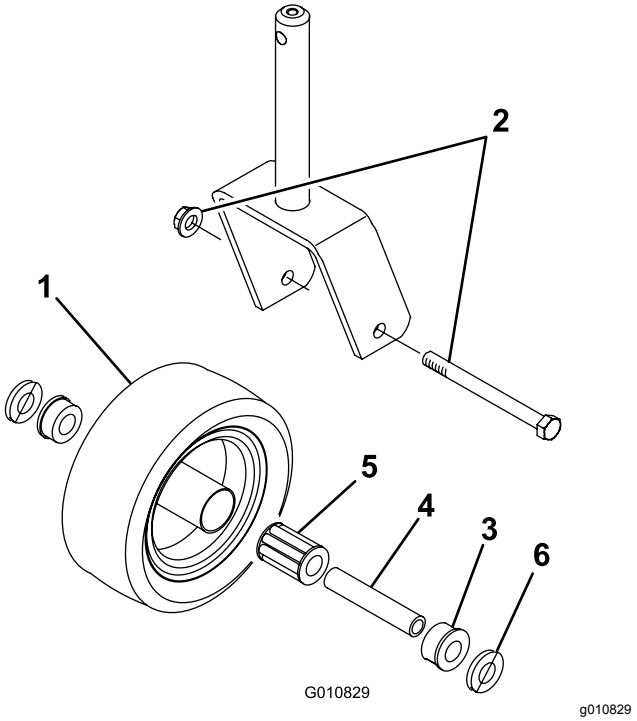

Figuur 22
1. Verwijder de borgmoer van de inbusbout waarmee het zwenkwiel is bevestigd aan de zwenkwielvork (Figuur 22).
3. Trek de spanbus uit de wielnaaf (Figuur 22).
9. Druk de andere lagerbus in het open uiteinde van de wielnaaf om het lager in de wielnaaf vast te zetten (Figuur 22).